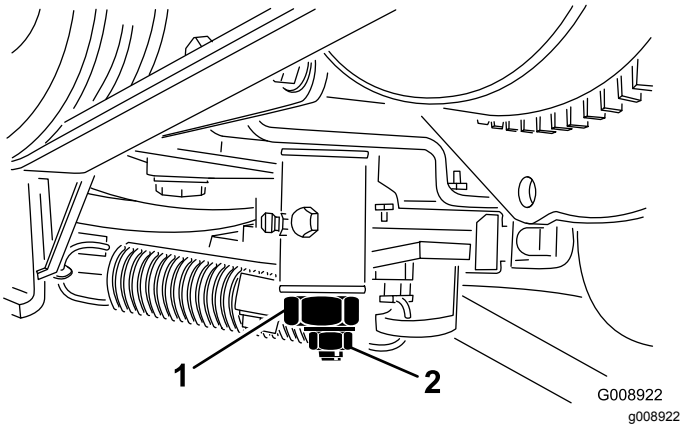

Figur 57
4. Lossa låsmuttern på hjuldrivningens justeringskam (Figur 57).